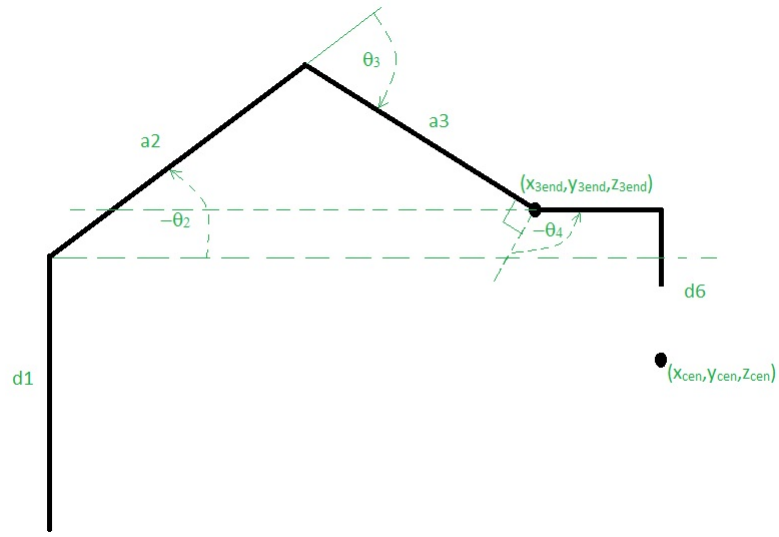

Figure 4.2: Side View Stick Pictorial of UR3 without Suction Gripper.
Figure 4.2, that is a projection of the robot onto a plane perpendicular to the x,y world frame and rotated by θ_1 about the base frame. Call this the side view. Looking at this side view you will see that z_{3end} is z_{cen} offset by a constant.
5. θ_2, θ_3 and θ_4, by using the same side view drawing just drawn above to find z_{3end}, Figure 4.2. Now that x_{3end}, y_{3end}, z_{3end} have been found use sine, cosine and the cosine rule to solve for partial angles that make up θ_2, θ_3 and θ_4. Note that in the side view the length link 1 is d1, link2 is a2 and link3 is a3. Hint: In this side view, a parallel to the base construction line through joint 2 and a parallel to the base construction line through joint 4 are helpful in finding the needed partial angles.